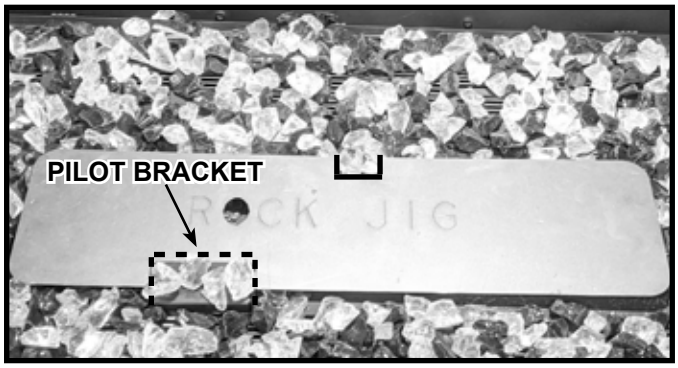

Figure 11.6 Place Rock Jig
2. Place rock jig on glass media with lasered text “ROCK JIG” facing up. Ensure that the rock jig sits flush against the pilot bracket. See Figure 11.6.